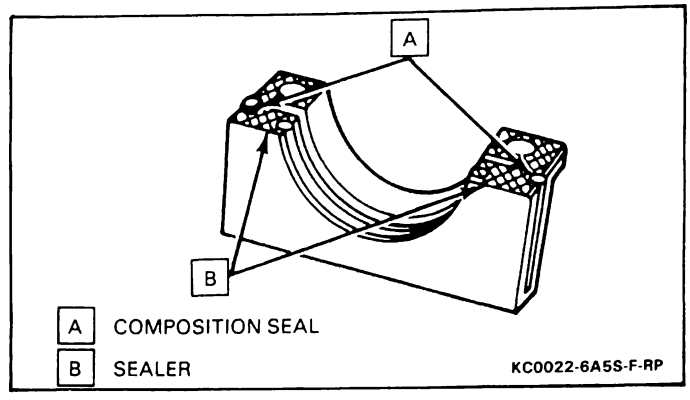

Figure 49 — Sealer Application on Rear Main Bearing Cap
5. Apply a thin film of sealer, GM part number 1052756 or equivalent, on the bearing cap mating surface (Figure 49).
6. Place composition seals into grooves in the sides of the rear main bearing caps (Figure 49).